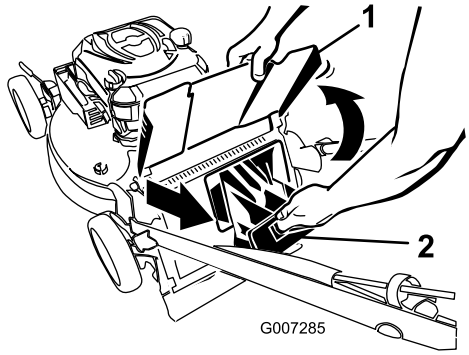

**Figur 32**
1. Lyft upp utkastarskärmen och håll den upplyft (Figur 32).
2. Dra ut den bakre utkastarpluggen (Figur 32).